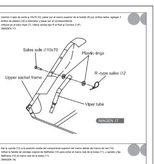

IMAGEN 7
7. Inserte las varillas de soporte (12) en las ranuras correspondientes en el interior del marco trasero de la bolsa (1) y establezca ajuste para varillas (12). (IMAGEN 7)